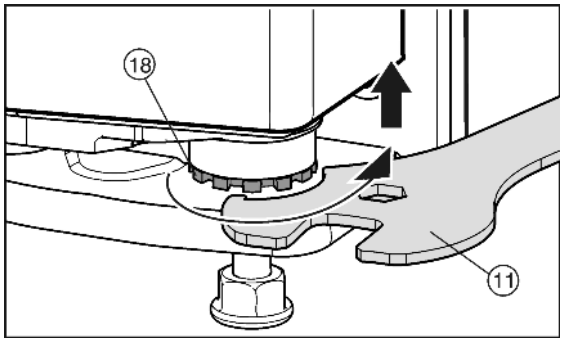

Fig. 13
- ▶ Чтобы поднять дверцу выверните вправо опорный палец *Fig. 13 (18)* с помощью прилагающегося вильчатого ключа *Fig. 13 (11)*. При поставке опорный палец полностью вкручен.